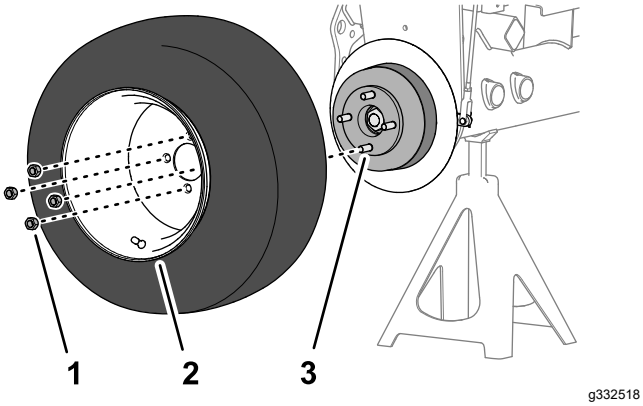

**Figur 62**
1. Fjern de fire hakemutterne som fester forhjulet til navet, og fjern hjulet (Figur 62).